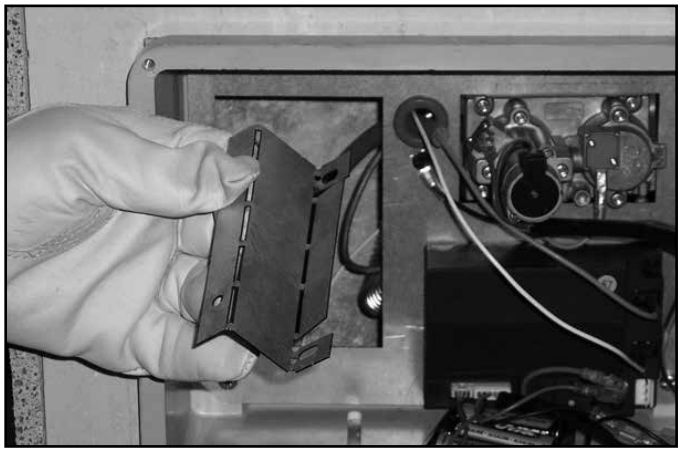

Figure 5.4 Support plié à la main
- Fabriquez un support plié à la main, comme il est indiqué à la figure 5.4 :